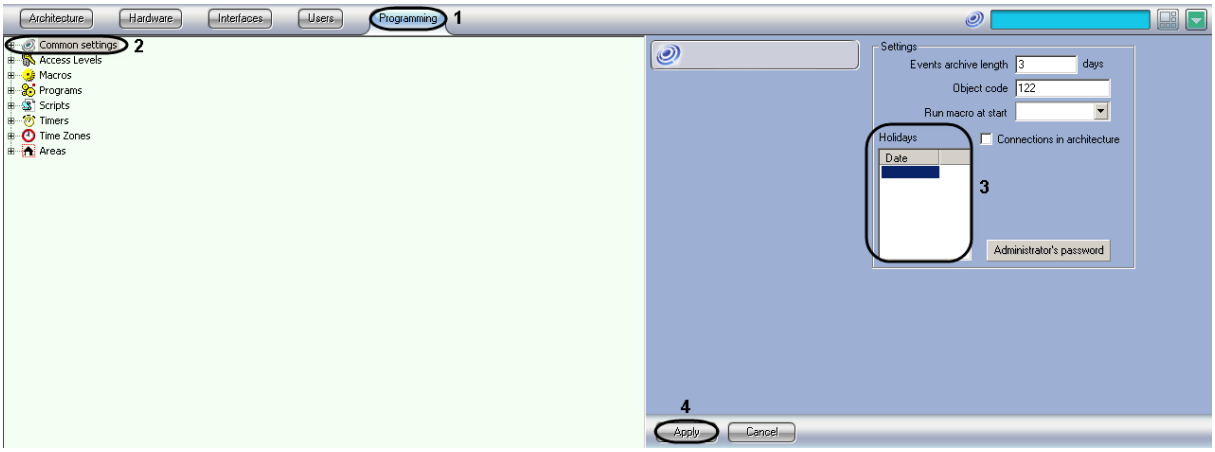

Figure 8.24-5 Creating the list of holidays
1. Open the “Programming” tab (Figure 8.24-5, 1).
2. Select the “Common settings” object (Figure 8.24-5, 2).
3. Specify the holiday date in the following format: DD.MM.YYYY (Figure 8.24-5, 3).
4. Click the “Apply” button (Figure 8.24-5, 4).